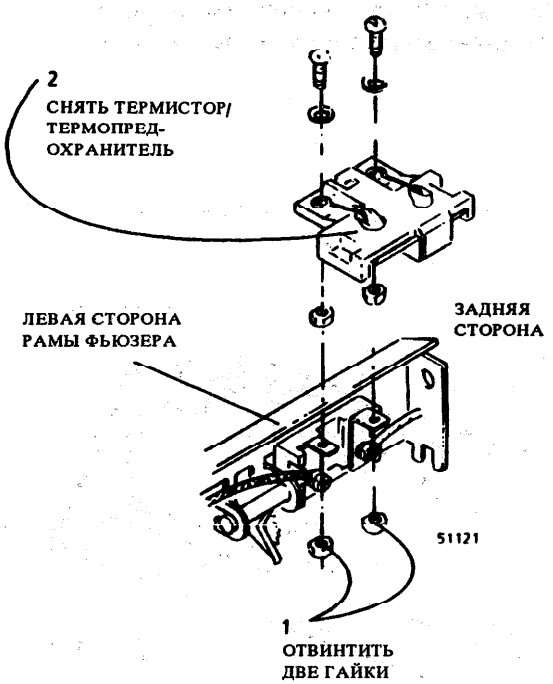

Рис. 3. Снятие термистора/ термопредохранителя
6. (РИс. 3): снять термистор/термопредохранитель.